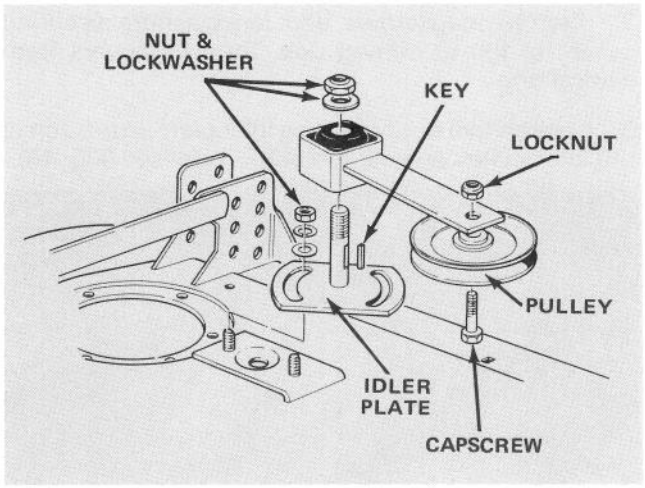

Figure 45
4. Remove large nut and flatwasher retaining idler arm on idler plate shaft (Fig. 45). Slide arm off shaft and account for the square key.
5. Remove capscrew and lockwasher securing idler pulley and arm together (Fig. 45).
5. Remove two nuts, lockwashers and flatwashers holding slotted idler plate in place (Fig. 45).